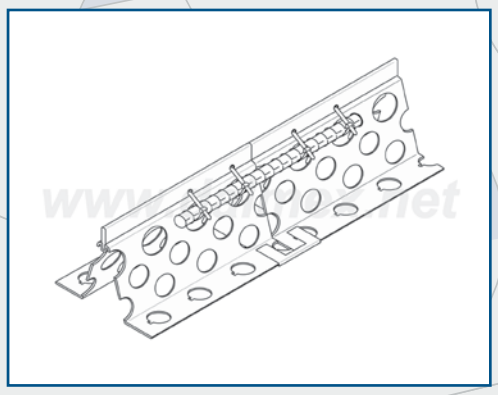

рис. 6
2.4.1. Закрепив стяжными пластинами у основания Треформ, см. рис.6.